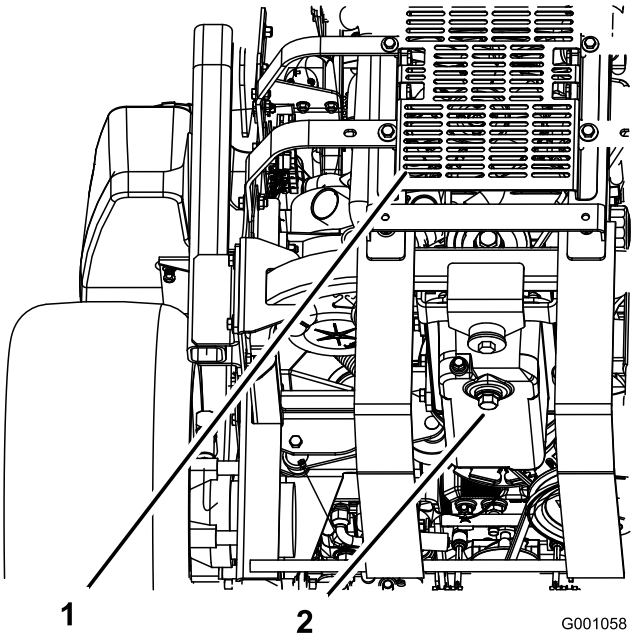

Rysunek 44
5. Umieść miskę pod spustem oleju. Odkręć korek spustowy i poczekaj, aż cały olej spłynie (Rysunek 44).